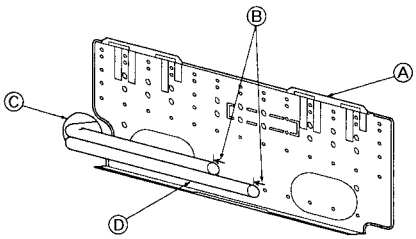

Fig. 3-5
- ① Fasten a thread to the hole.
- ② The level can be easily obtained by hanging a weight from the string and aligning the string with the mark.
3.3. When embedding pipes into the wall (Fig. 3-5)